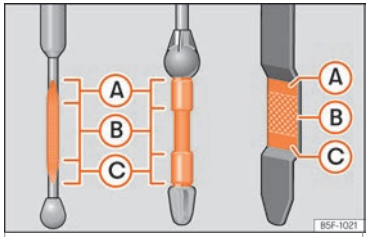

Fig. 189 Engine oil dipstick.
– Then pull it out once more and check the oil level ››› **Fig. 189**. Top up with engine oil if necessary.
- When the oil level reaches at least zone ››› Fig. 189 (B), unscrew the engine oil filler cap carefully ››› ❗.
If the oil level is above area ››› Fig. 189 (A), do not start the engine. This could result in damage to the engine and catalytic converter. Contact a specialised workshop.
The oil level must never be above zone ››› Fig. 189 (A). Otherwise oil can be drawn in through the crankcase breather and leak into the atmosphere via the exhaust system.